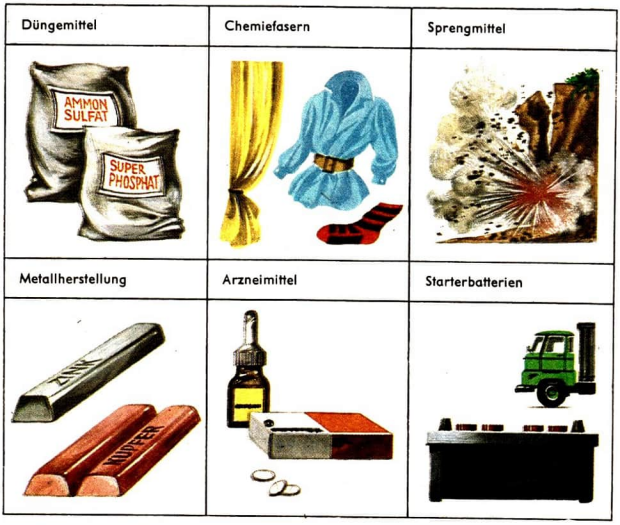

Abb. 28 Beispiele für die Verwendung der Schwefelsäure
Schwefelsäure gehört zu den wichtigsten Grundchemikalien. Sie wird in der chemischen Industrie und auch in anderen Industriezweigen vielfältig verwendet (Abb. 28). In der Deutschen Demokratischen Republik werden jährlich etwa eine Million Tonnen Schwefelsäure produziert. Eine hohe Schwefelsäureproduktion ist beispielsweise Voraussetzung für die Produktivität unserer Landwirtschaft. Mit Hilfe der Schwefelsäure werden hochwertige Düngemittel wie Superphosphat oder Ammoniumsulfat hergestellt, die eine Ertragssteigerung von Getreide, Gemüse und Obst ermöglichen. Die Flüssigkeit in den Starterbatterien der Autos ist eine etwa 37%ige Schwefelsäure. ② Bedeutende Anlagen zur Herstellung von Schwefelsäure befinden sich in unserer Republik zum Beispiel im VEB Chemiekombinat Bitterfeld, Betrieb Farbenfabrik Wolfen, im VEB Chemiewerk Coswig (Anhalt) und im VEB Chemiewerk Nünchritz.